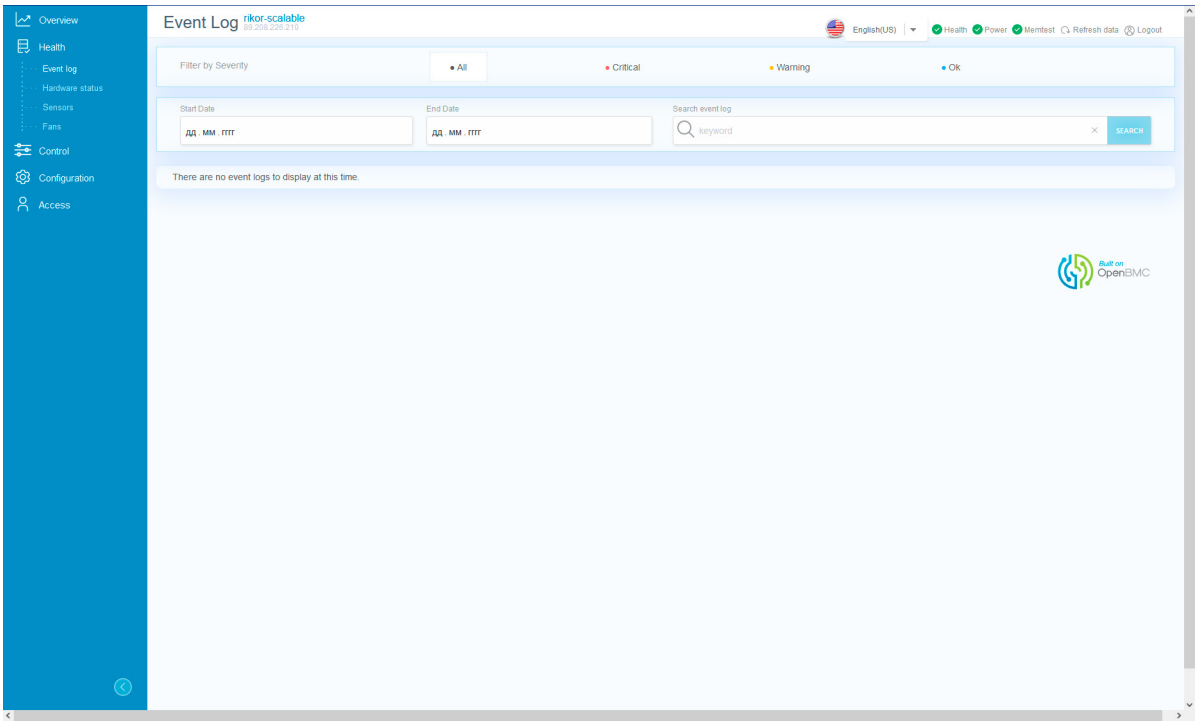

Рис. 78. Окно «Event log»
2) Пройдите во вкладку «Health» → «Event log» в данной вкладке отображены все события произошедшие в сервере. В поле «Filter by Severity» произведите фильтрацию по степени серьезности события. В поле «Start Date» произведите фильтрацию по дате начала события, в поле «End Date» произведите фильтрацию по дате окончания события, в поле «Search event log» произведите фильтрацию по ключевым словам события. Окно показано на рис. 78 Окно «Event log»